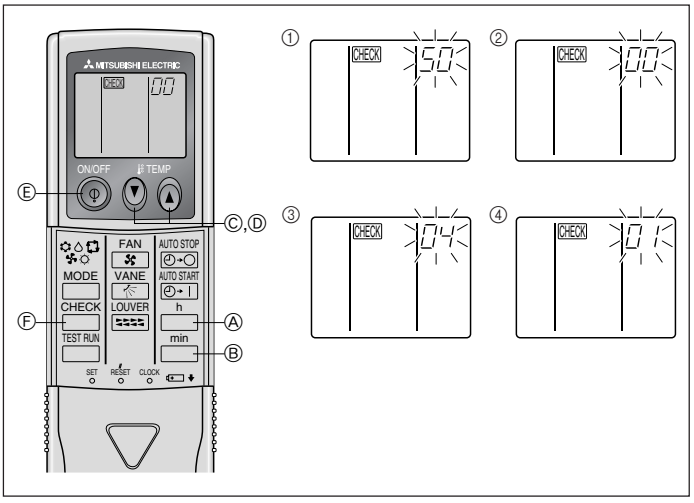

Fig. 6-9
⑧ Drücken Sie die MODE-Taste Ⓔ, und die Betriebsart- und Einstellnummern (Ⅰ) und (Ⅱ) werden stetig (nicht-blinkend) angezeigt, und die vorgenommenen Einstellungen können überprüft werden.
⑨ Die Tasten FILTER Ⓐ und TEST RUN Ⓑ gleichzeitig drücken und mindestens zwei Sekunden lang gedrückt halten. Das Funktionswahlbild verschwindet kurzzeitig, und die Anzeige Klimaanlage OFF erscheint.
2) Für die drahtlose Fernbedienung (Fig. 6-9)